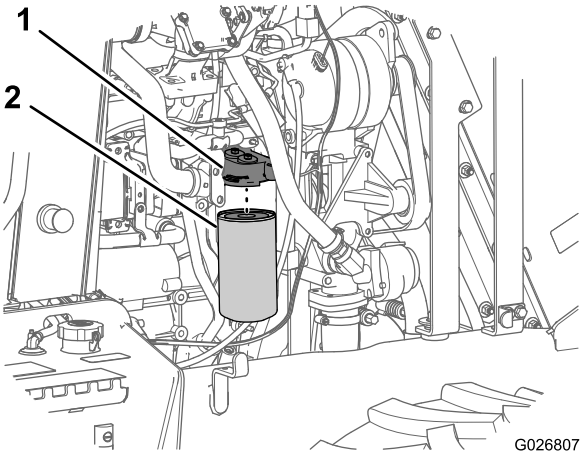

Figura 65
2. Posicione uma pequena bandeja de drenagem sob o filtro de óleo (Figura 65).
3. Gire o filtro de óleo à esquerda e remova-o (Figura 65).
7. Alinhe o novo filtro de óleo ao cabeçote do filtro de óleo e gire o filtro à direita até que a vedação do filtro de óleo entre em contato com a cabeça (Figura 65).
8. Aperte o filtro de óleo com a mão, dando de 3/4 a 1 volta completa (Figura 65).